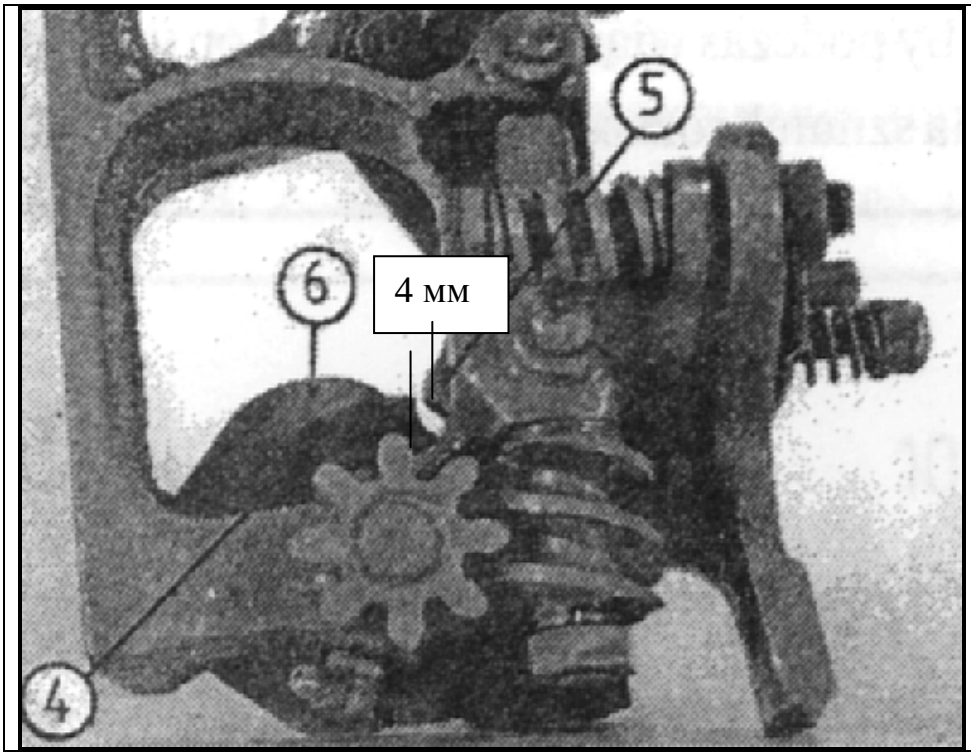

Рис.53
Для правильного положения шпагата необходимо, чтобы канавка ловителя (4) Рис. 53, находилась между задним носком держателя шпагата (5) и задней половинкой очистителя (6). Для проверки правильного расположения канавки должны быть сделаны как минимум два цикла вязания. Оба ведущих края задних носков держателя шпагата должны входить в канавку на глубину 1-2 мм, а также должны сохранить расстояние 4 мм между краем канавки ловителя и носком держателя шпагата. Для регулировки ловителя необходимо ослабить гайку (7) на валу червяка. Несильно ударяя в конец вала, ослабить червяк. Вращая червяк, получаем правильное положение канавки. Такое действие можно выполнить только тогда, когда нет шпагата в держателе. Сила зажатия шпагата в ловителе регулируется с помощью шестигранного болта